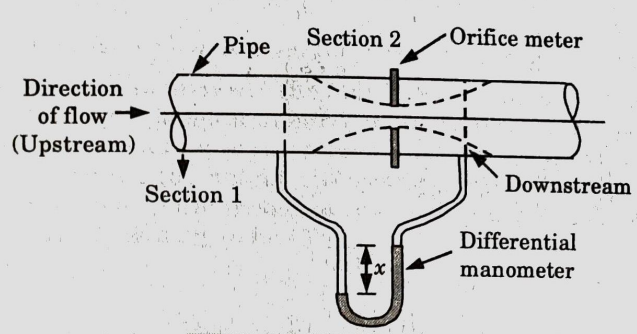

Fig. 3.14.1. Orifice meter.
1. As shown in Fig. 3.14.1, let,